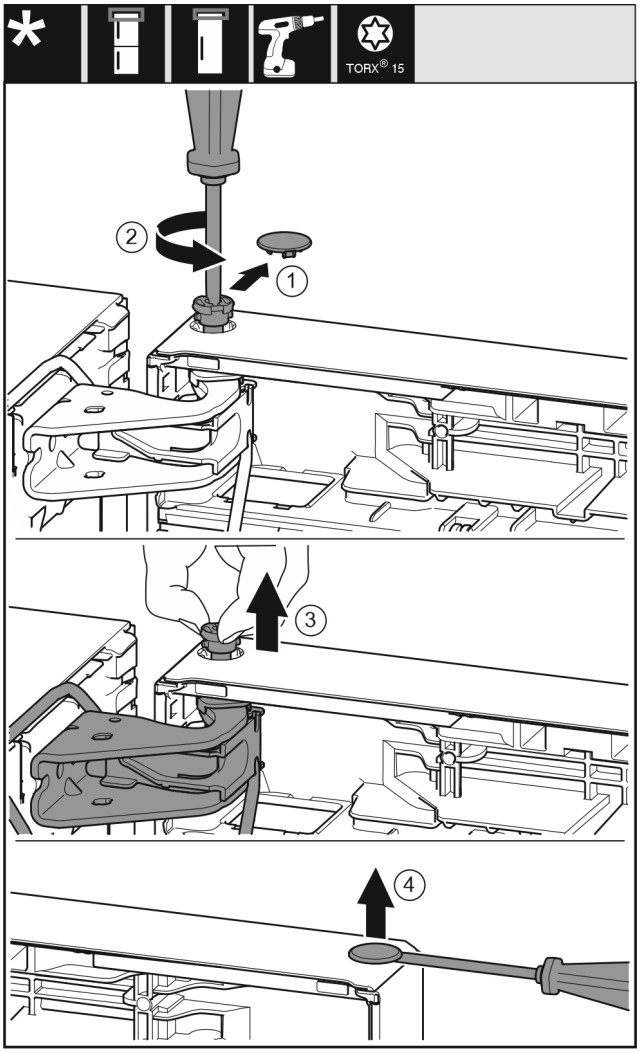

Fig. 10
▶ Τραβήξτε προσεκτικά το κάλυμμα ασφάλισης. *Fig. 10 (1)*
▶ Ξεβιδώστε λίγο τον πείρο με κατσαβίδι T15. *Fig. 10 (2)*
▶ Συγκρατήστε την πόρτα και τραβήξτε έξω τον πείρο με τα δάκτυλα. *Fig. 10 (3)*
▶ Ανασηκώστε προσεκτικά και τραβήξτε έξω την τάπα από το κουζινέτο της πόρτας με ένα ίσιο κατσαβίδι. *Fig. 10 (4)*